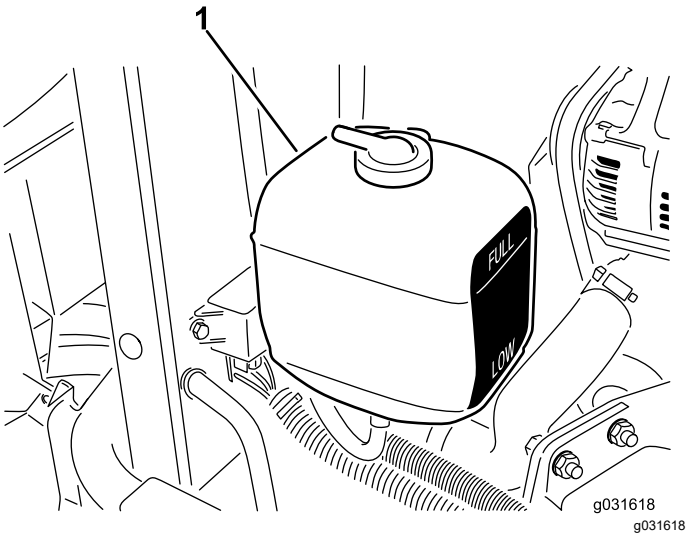

Figura 59
1. Verifique o nível de líquido de refrigeração do depósito secundário (Figura 59).